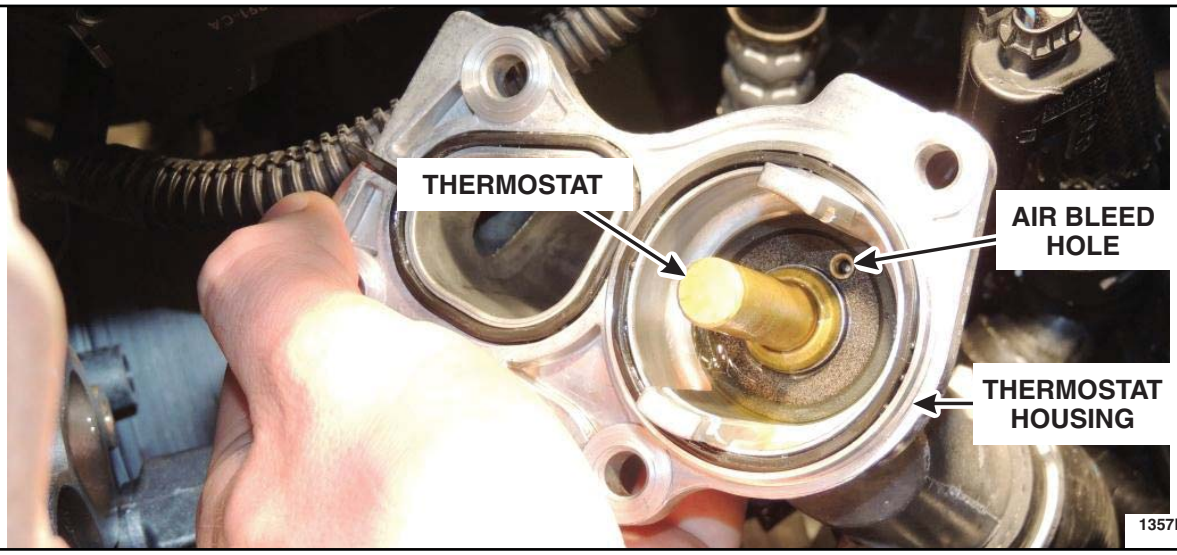

FIGURE H3
4. Remove and discard the thermostat. See Figure H3.
5. Position the *new* thermostat into the housing with the air bleed hole positioned upward. Use a 13 mm (1/2 in) deep well socket to install the thermostat spring and clip. The retaining clip must be in the same orientation that it was in prior to removal. See Figures H3 and H4.